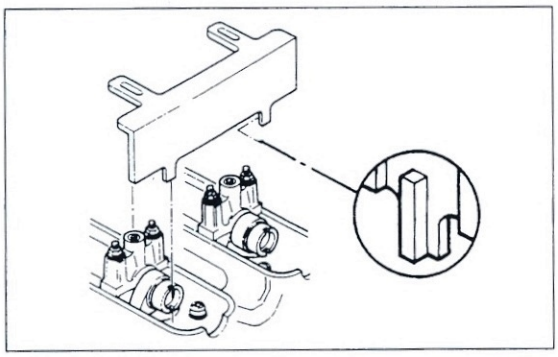

Bild 20
● BMW-Einstellvorrichtung Nr. 11 3 700 muss sich dann in Schlitze am Ende der Nockenwellen einsetzen lassen (Bild 20). Einstellvorrichtung an Lagerböcken festschrauben.
- BMW-Einstellvorrichtung 11 3 700 wie in Bild 20 gezeigt ansetzen und an Lagerböcken der Nockenwellen befestigen.
- ⚠ Vor Festziehen der Befestigungsschrauben der Kettenräder Einstellvorrichtung (Arretierung Bild 20) abbauen. Beschädigungsgefahr für Nockenwellen!